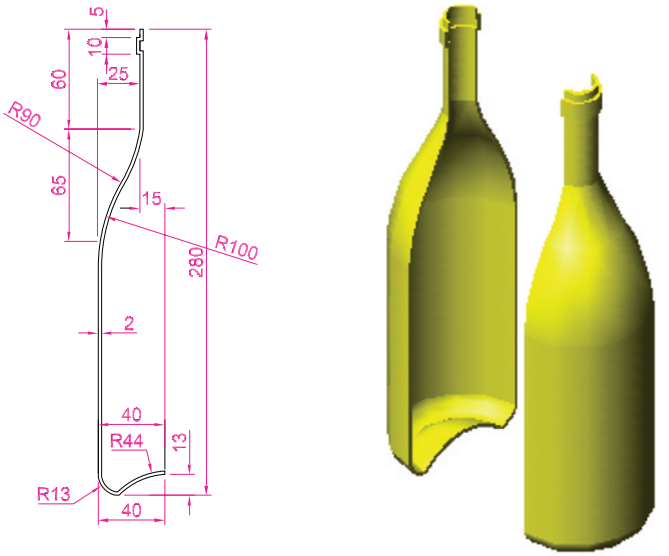

Fig. 15.25 Second example – **Slice**
Second example – Slice (Fig. 15.25)
1. Construct the closed pline (left-hand drawing of Fig. 15.25) and with the **Revolve** tool, form a solid of revolution from the pline.